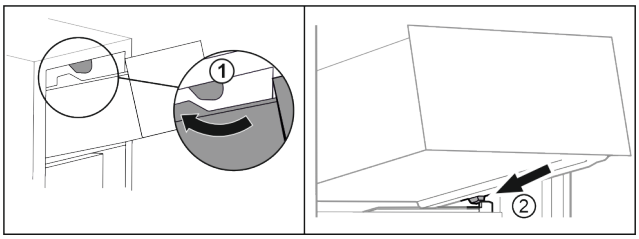

Fig. 90
▶ Guide drawer around the upper stoppers. *Fig. 90 (1)*
▶ Place drawer at an angle behind the lower stoppers onto moulded rib. *Fig. 90 (2)*